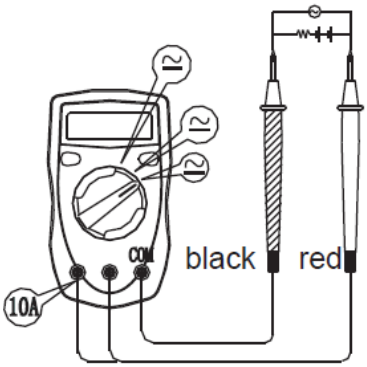

Figuur 4
C. Gelijkstroom meting (zie figuur 4)
D. Wisselstroom meting (zie figuur 4)